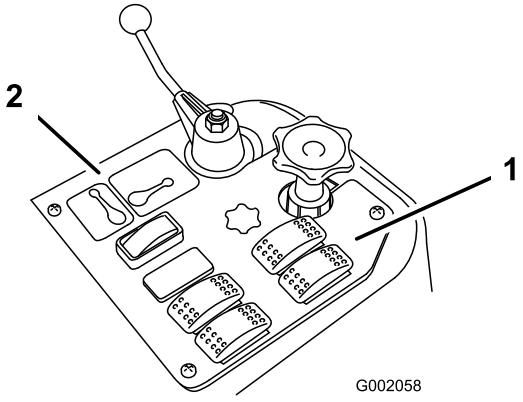
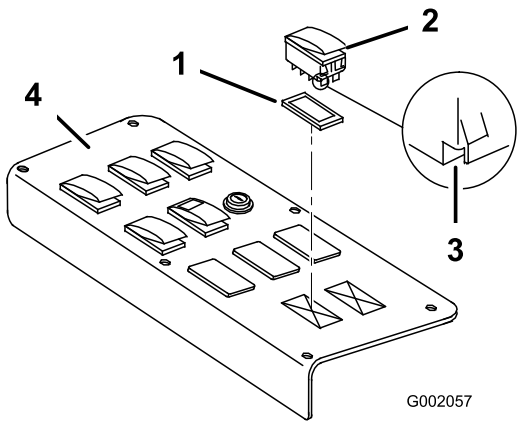

Figuur 24
Figuur 25
2. Verwijder de 2 zekeringen van het spuitbedieningspaneel van de machine en monteer de 2 tuimelschakelaars die meegeleverd zijn om ze te vervangen (Raadpleeg Figuur 24 voor de Multi Pro 1200 en Figuur 25 voor de Multi Pro 1250).
Opmerking: Zorg ervoor dat de schakelaars zoals op Figuur 25 staan, met de inkeping naar de achterkant van het voertuig gericht.